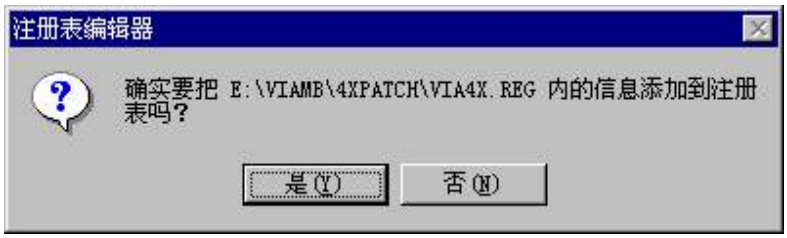

图 4-2-7
7、安装 4X 显卡驱动补丁，运行：X:\viamb\4xpatch\via4x.exe，出现注册表编辑器画面，单击“是”继续（如图 4-2-7）。